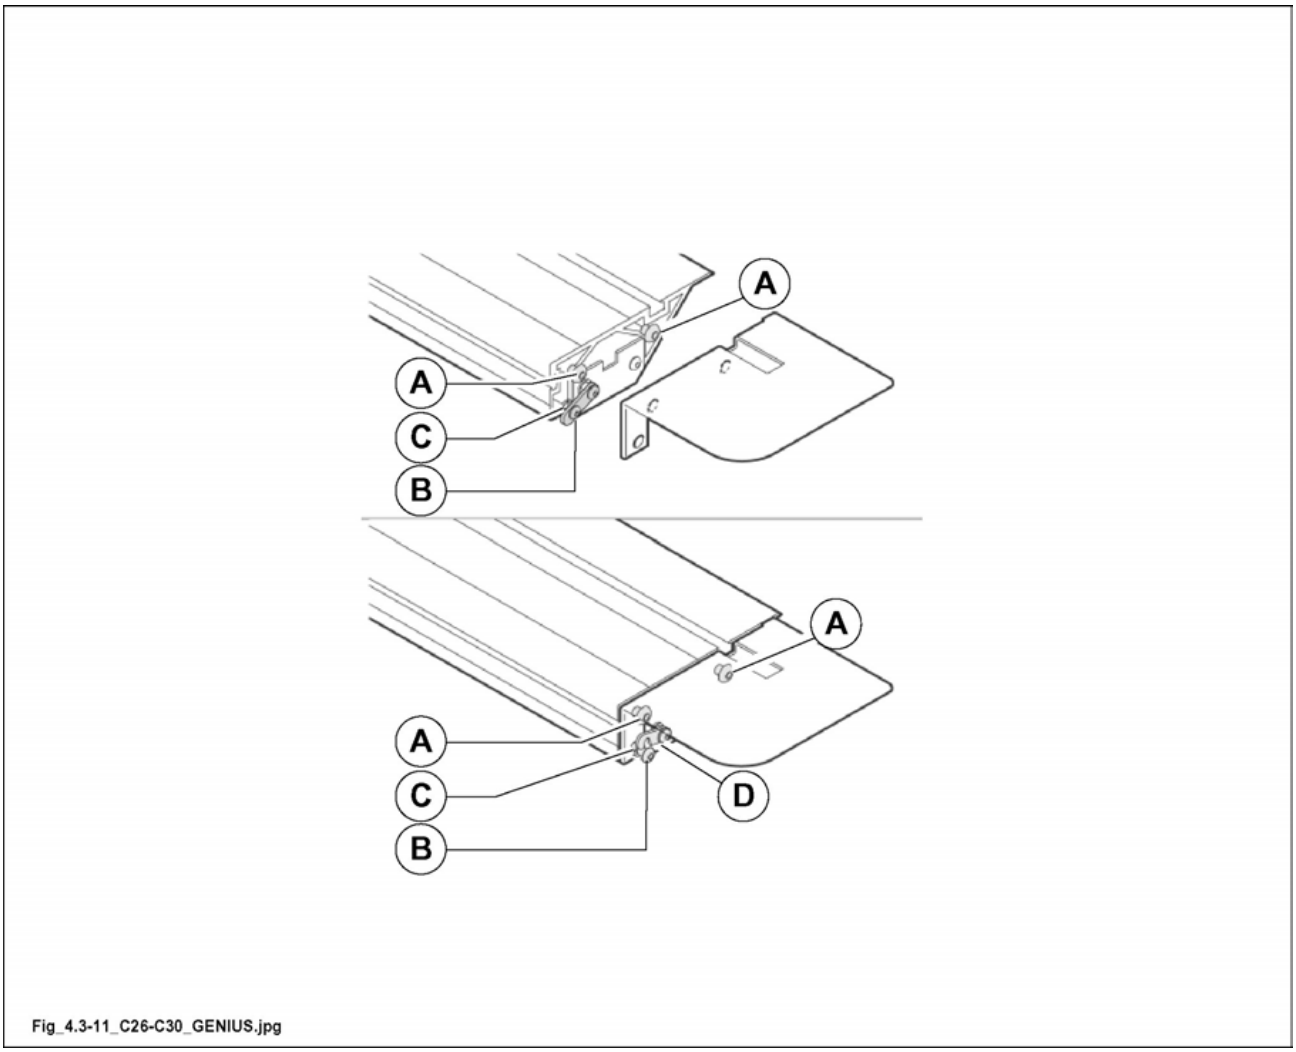

Fig. 4.3-11
1) Unscrew the two screws (A fig. 4.3-11), the screw (B fig. 4.3-11) and the lock nut (C fig. 4.3-11).
2) Position the table as illustrated, refit the screws (A fig. 4.3-11), (B fig. 4.3-11) and tighten the lock nut (C fig. 4.3-11).
Make sure that between the head of the screw (B fig. 4.3-11) and the lock nut (C fig. 4.3-11) you leave enough space to guarantee correct lever (D fig. 4.3-11) closing.